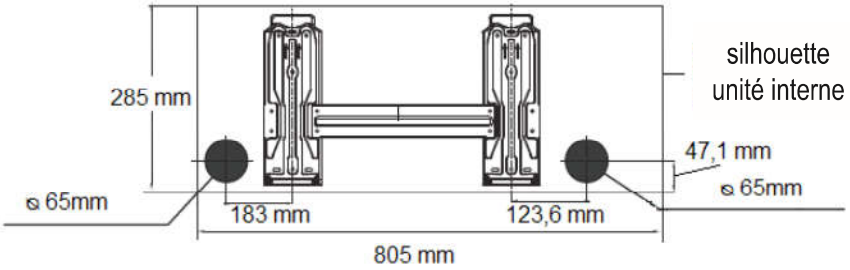

fig. 8 -
1. Détachez la plaque pré-tranchée (A-"fig. 8 -") dans la direction souhaitée.